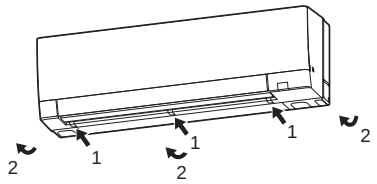

Fig. 1
**Removal procedure (Fig. 1)**